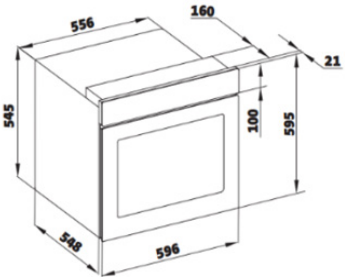

Figure 4
- Les dimensions de l'appareil sont indiquées dans la figure 4. Les surfaces des meubles à installer et les matériaux d'installation à utiliser doivent résister à une température d'au moins 100 °C.